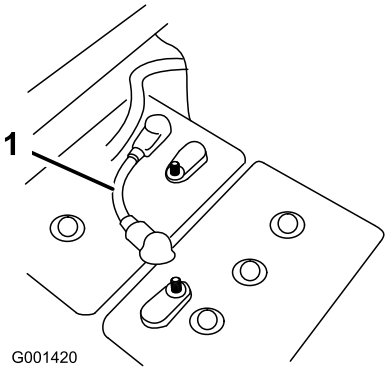

Figur 2
4. Fjern et kort batterikabel, der forbinder to batterier i gruppen, for at fjerne strømmen fra systemet (Figur 2).